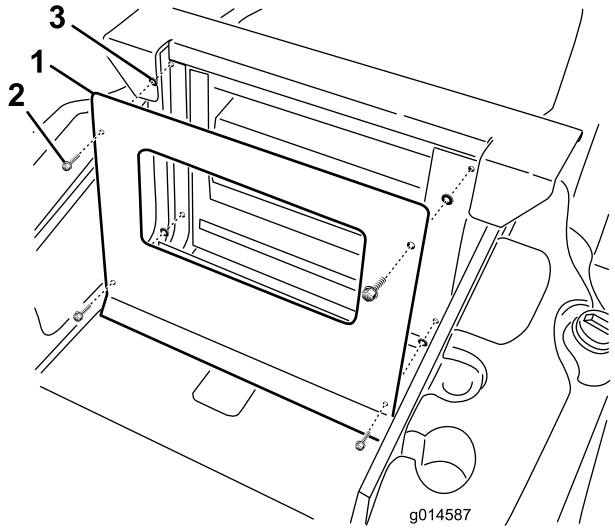

Figur 8
1. Ta bort de fyra (4) skruvarna som fäster brandväggen på ramen (Figur 8).